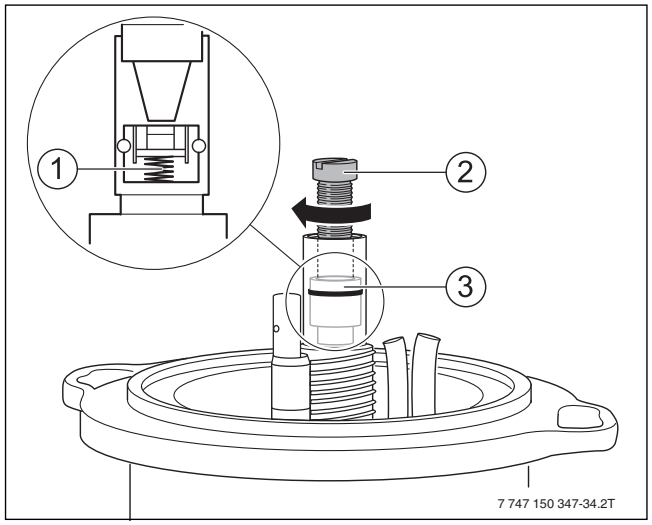

Fig. 37 Remplacer le clapet de retenue
- ▶ Visser la vis M5 x 50 (→ fig. 37, [2]).
- ▶ Retirer le clapet de retenue (→ fig. 37, [3]).